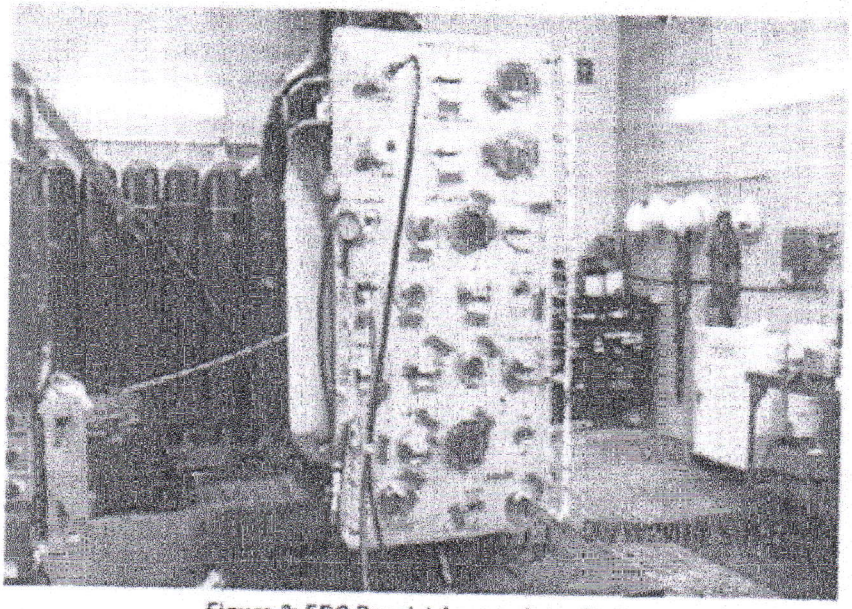

Figure 3: EDS Panel / Accumulator Bank
9. RIH to place the bottom of the riser at a convenient working height in the moonpool. Skid moonpool cart with EDS panel/accumulator bank (Figure 3) to aft rotary center. Transocean Subsea Engineer will install the EDS panel / accumulator bank to the perforated riser joint as per the attached drawing (Attachment 1). Use lanyards to attach the EDS panel halves to secure points on the rig during installation.